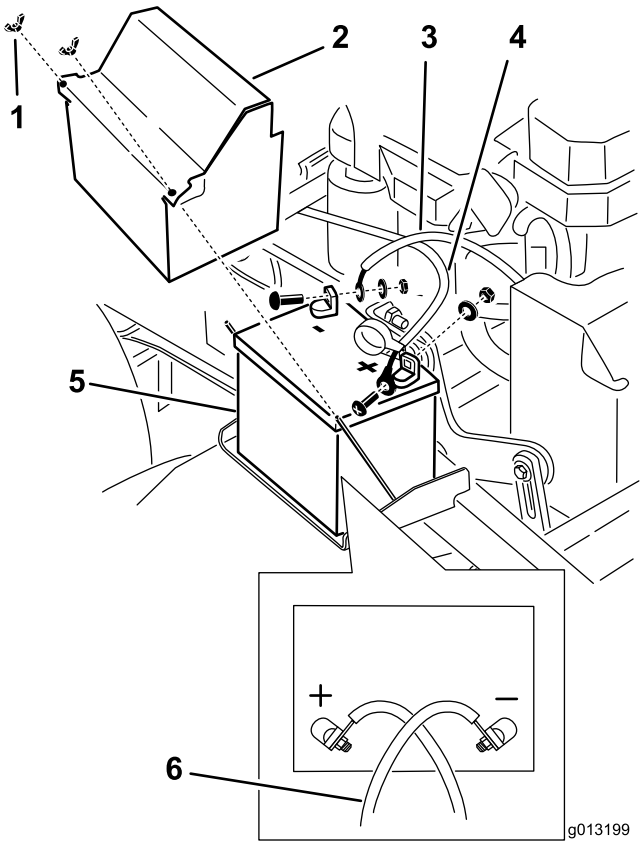

**Figur 52**
3. Ta den negative batterikabelen av den negative (–) batteripolen (Figur 52).
5. Fjern den positive (røde) batterikabelen (Figur 52).
6. Ta ut batteritilholderen (Figur 52) og ta ut batteriet.
1. Legg batteriet i maskinen (Figur 52).
3. Monter den positive (røde) batterikabelen til den positive (+) batteripolen med en mutter, skive og bolt (Figur 52).
5. Monter den negative batterikabelen og jordledningen til den negative (–) batteripolen med en mutter, skive og bolt (Figur 52).
**Merk:** Batterikablene vil krysse hverandre når de er riktig montert (Figur 52).